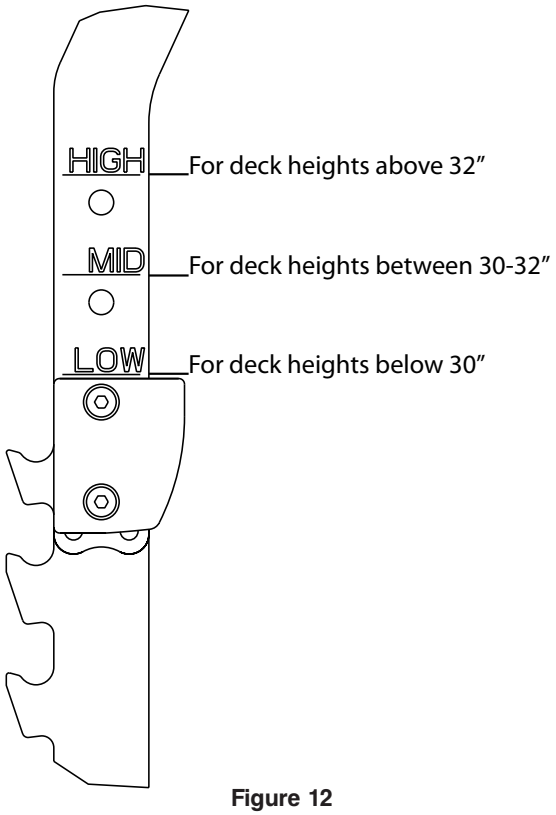

Figure 12
3. Select HIGH, MID or LOW depending on the cot load height requirements (see Figure 12). For example: